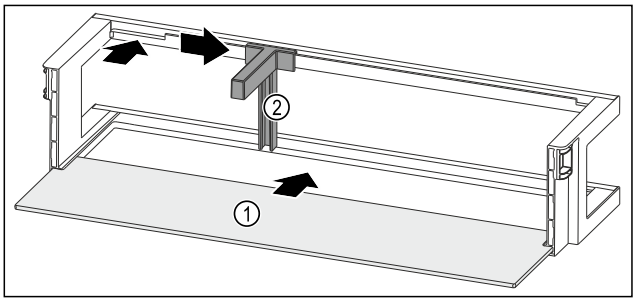

Fig. 206 Raft montat pe ușă cu raft
▶ Împingeți în interior raftul *Fig. 206 (1)* în degajările laterale.
▶ Introduceți suportul pentru sticle *Fig. 206 (2)* în degajare.
▶ Împingeți în lateral suportul pentru sticle *Fig. 206 (2)* în poziția dorită.